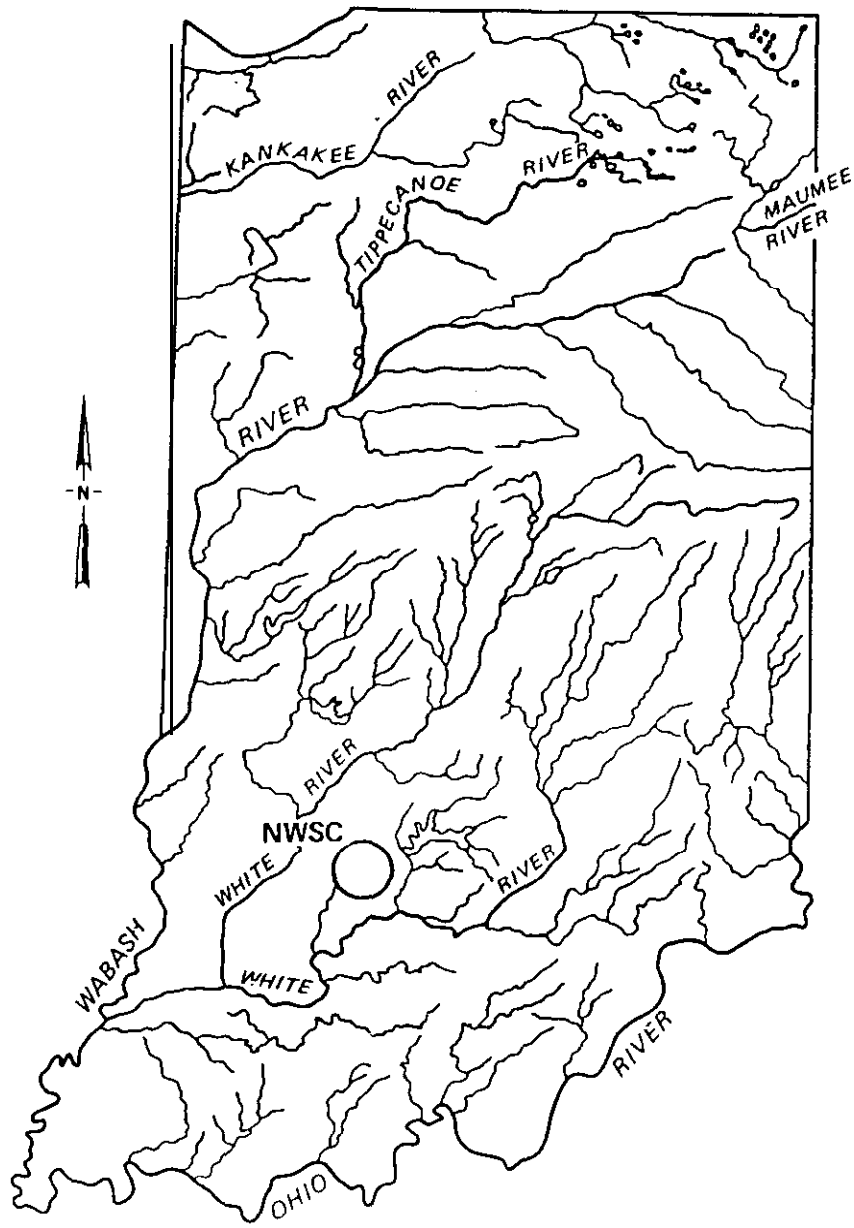
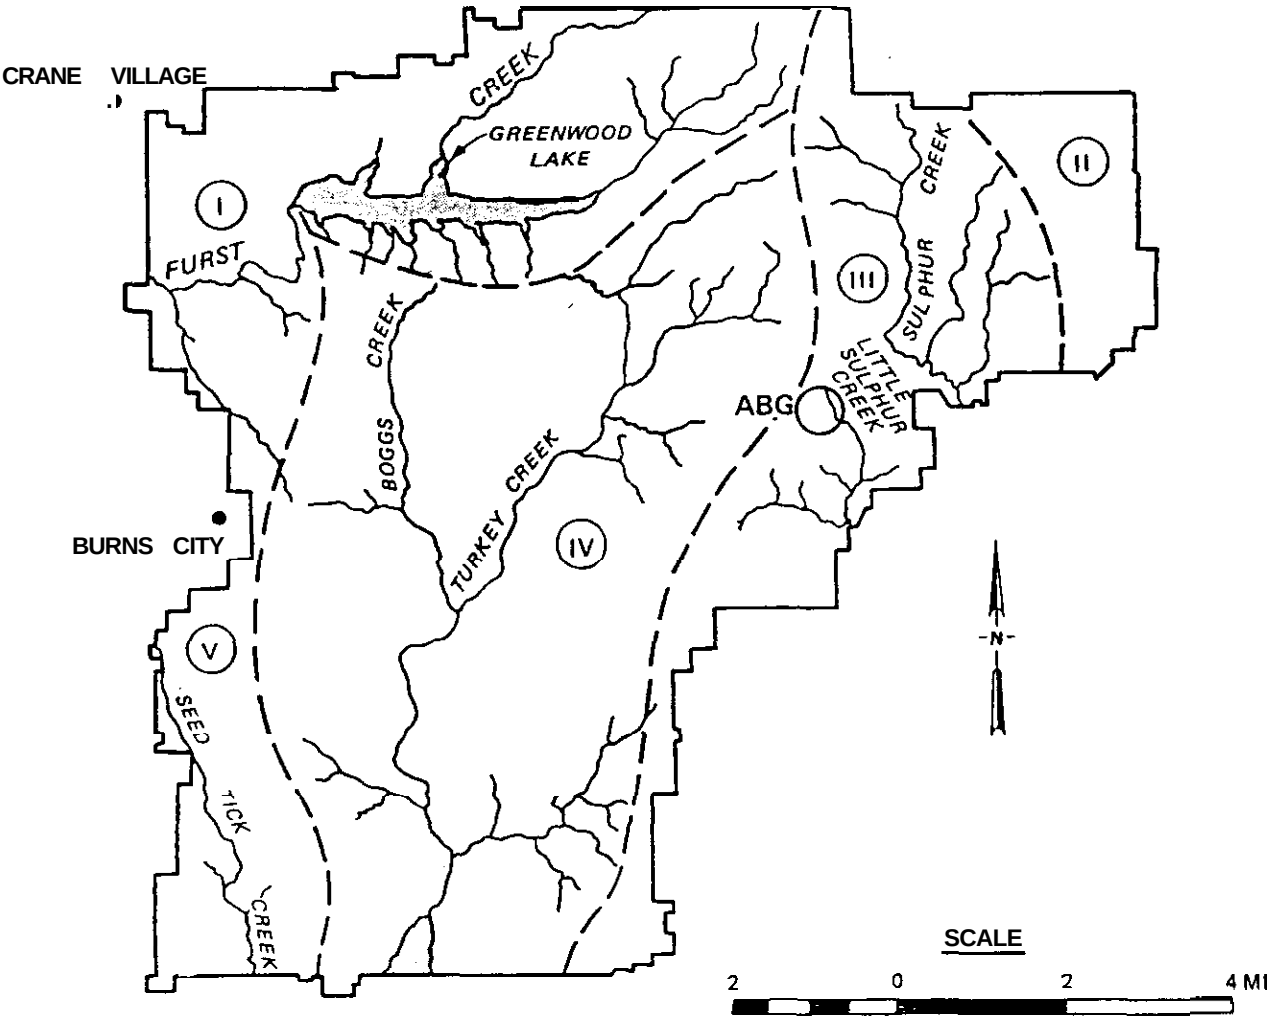

Figure 7. The stream system in Indiana (Indiana Academy of Science 1966)
Figure 8. Surface drainage at the NWSC, Crane. Indiana (Chesapeake Division Naval Facilities Command)
11. The surface drainage along major streams in Indiana is shown in Figure 7. With the exception of the extreme northeast corner of Indiana, all the surface drainage is to the southwest and south. Approximately two-thirds of the state drains into the Wabash River which in turn empties into the Ohio River. Surface drainage at the NWSC eventually flows into the White River and thence to the Wabash to the southwest. The major drainage at the NWSC is divided into five basins, as shown in Figure 8. The ABG site is located in Basin III, near the headwaters of Little Sulphur Creek.